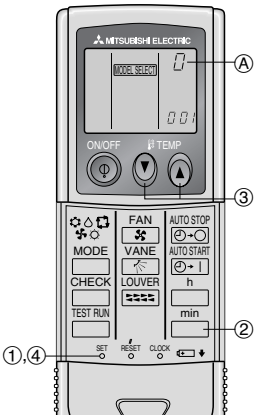

Fig. 6-7
4) Asignación de un mando a distancia para cada unidad (Fig. 6-7)